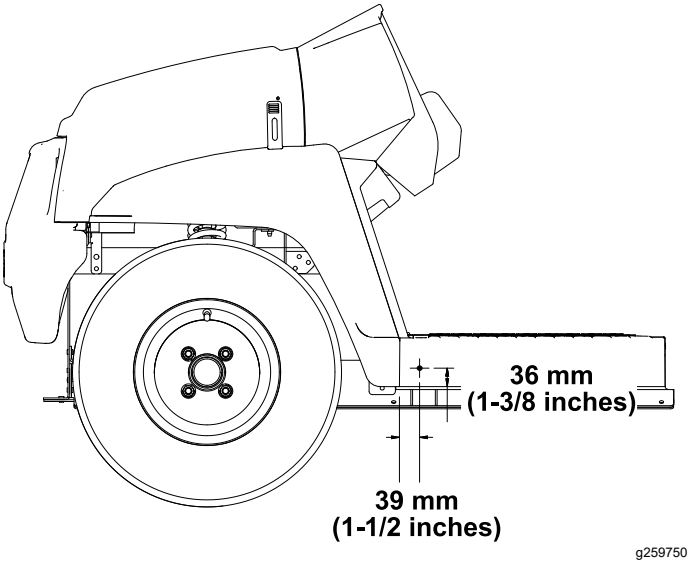

Rysunek 1
1. Odnosząc się do wymiarów przedstawionych na Rysunek 1, wywierć 1 otwór (5/16 cala) na zewnątrz płyty podłogowej po obu stronach maszyny.